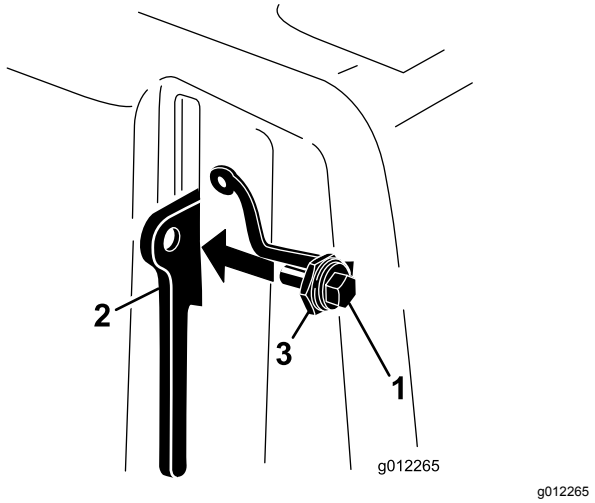

Rysunek 10
3. Wkręć śrubę w dźwignię zaczepu (Rysunek 10).